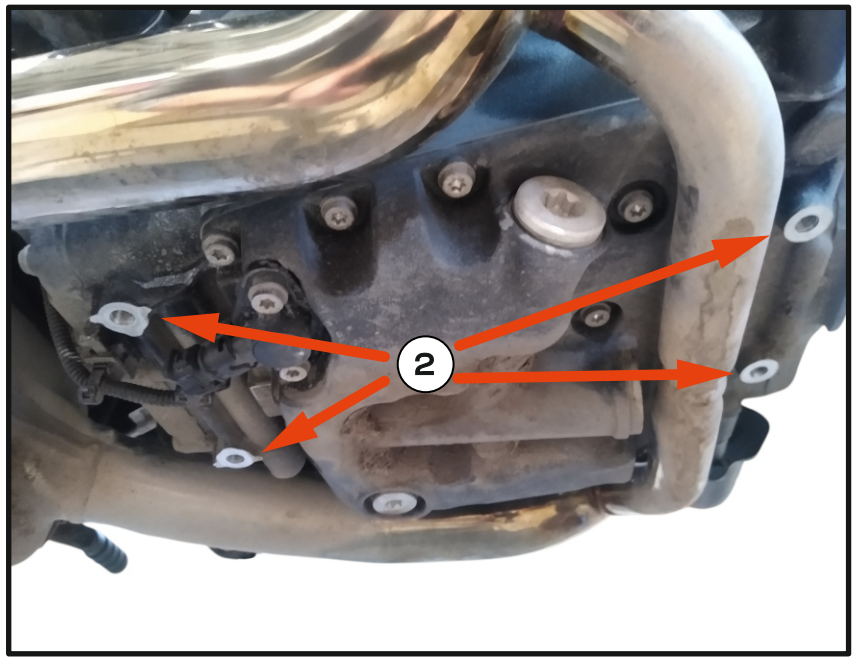

Fig. 3
2. Remove the brackets and spacer bushings securing the **OEM** skid plate.**[Fig. 3]**